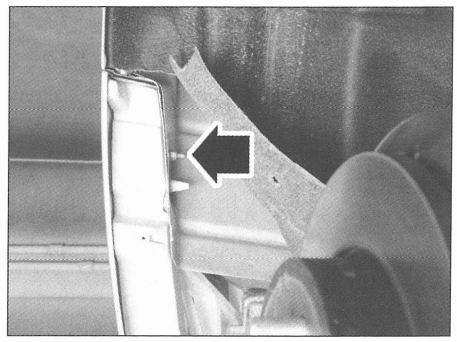

FIG. 87
- los tornillos de fijación del parachoques en la aleta (fig. 87) (de los 2 lados).